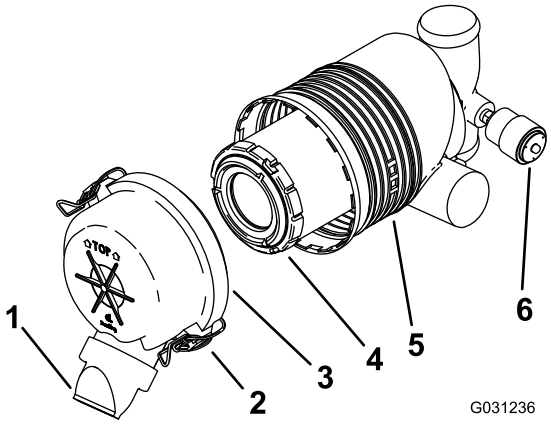

**Figure 30**
***Important:*** **Replace the air-cleaner filter only when the service indicator shows red (Figure 30). Changing the air filter before it is necessary only increases the chance of dirt entering the engine when you remove the filter.**
5. Release the latches on the air cleaner and pull the air-cleaner cover off the air-cleaner body (Figure 30).
- If the service indicator is clear, install the air-cleaner cover with the dust cap oriented downward and secure the latches (Figure 30).
1. Gently slide the filter out of the air-cleaner body (Figure 30).
3. Carefully install the filter (Figure 30).
4. Install the air-cleaner cover with the dust cap oriented downward and secure the latches (Figure 30).